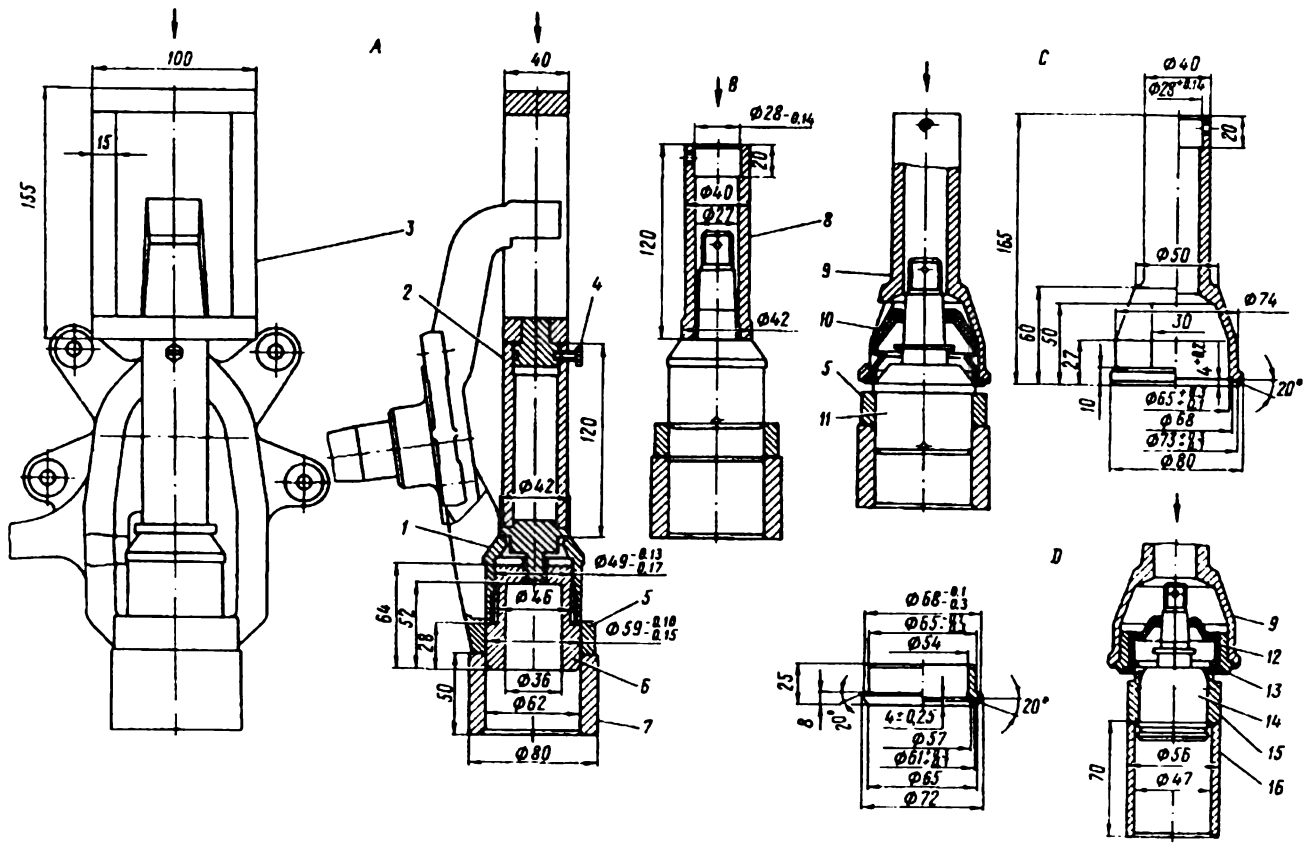

Рис. 157. Применение приспособления для запрессовки верхних и нижних шаровых шарниров передней подвески:
12. Запрессуйте новый корпус шарнира с помощью приспособления (рис. 157) на ручном